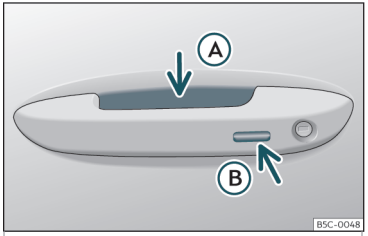

Fig. 77 Maniglia della porta: superfici sensibili
>>> **fig. 77**
- Impugnare la maniglia di una delle porte anteriori. Facendolo si tocca la superficie sensibile››› fig. 77 Ⓐ (freccia) della maniglia e si sblocca il veicolo.
- Toccare *una volta* la superficie sensibile di blocco››› fig. 77 Ⓑ (freccia) della maniglia di una delle porte anteriori. La porta della maniglia azionata dovrà essere chiusa.
- Toccare *una volta* la superficie sensibile ››› fig. 77 Ⓑ (freccia) della maniglia di una delle porte anteriori. Il veicolo si blocca grazie al sistema di sicurezza "Safe" ››› pag. 104. La porta della maniglia azionata dovrà essere chiusa.
- Toccare *due volte* la superficie sensibile ››› fig. 77 Ⓑ (freccia) della maniglia di una delle porte anteriori per bloccare il veicolo senza attivare il sistema di sicurezza "Safe" ››› pag. 104.
- Premere il pulsante di chiusura 🔒 del telecomando e, entro i 5 secondi successivi, toccare una volta la superficie sensibile di blocco della maniglia della porta del conducente ››› **fig. 77** Ⓑ. Non afferrare la maniglia della porta, altrimenti il veicolo non si bloccherà. È inoltre possibile effettuare la disattivazione se il veicolo viene bloccato tramite la serratura della porta anteriore lato guida.
Per **chiudere con la funzione comfort** tutti i finestrini elettrici e il tettuccio di vetro, mantenere un dito per alcuni secondi sulla superficie sensibile di blocco››› **fig. 77** Ⓑ (freccia) della maniglia della porta finché non si saranno chiusi i finestrini e il tettuccio.
Le superfici sensibili delle maniglie delle porte potrebbero essere attivate da un getto d'acqua o vapore a forte pressione nel caso in cui vicino al veicolo vi sia una chiave valida. Se almeno uno dei finestrini dotati di alzacristalli elettrico è aperto e si attiva in modo permanente la superficie sensibile ››› fig. 77 Ⓑ (freccia) di una delle maniglie, si chiuderanno tutti i finestrini.
• **OPPURE**: toccare *due volte* la superficie sensibile situata sulla parte esterna della maniglia della porta››› **fig. 77** Ⓑ.